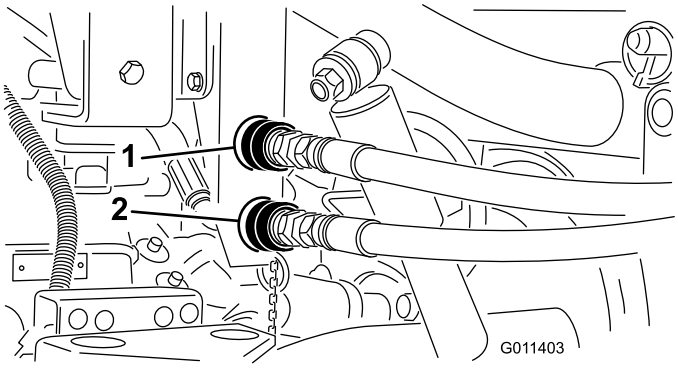

**Figuur 17**
3. Maak de snelkoppelingen (Figuur 17) van de TopDresser schoon voordat u deze aansluit. Vuile snelkoppelingen kunnen het systeem verontreinigen. Sluit na het reinigen de beide snelkoppelingen aan op de Workman. De slangen zijn aangeduid met 'A' en 'B'. Monteer de juiste slang op de snelkoppelaars. Zorg ervoor dat de beide snelkoppelaars volledig ingebracht zijn.
**Opmerking:** De koppelaars in Figuur 17 zijn van voertuigen met een serienummer lager dan 239999999.